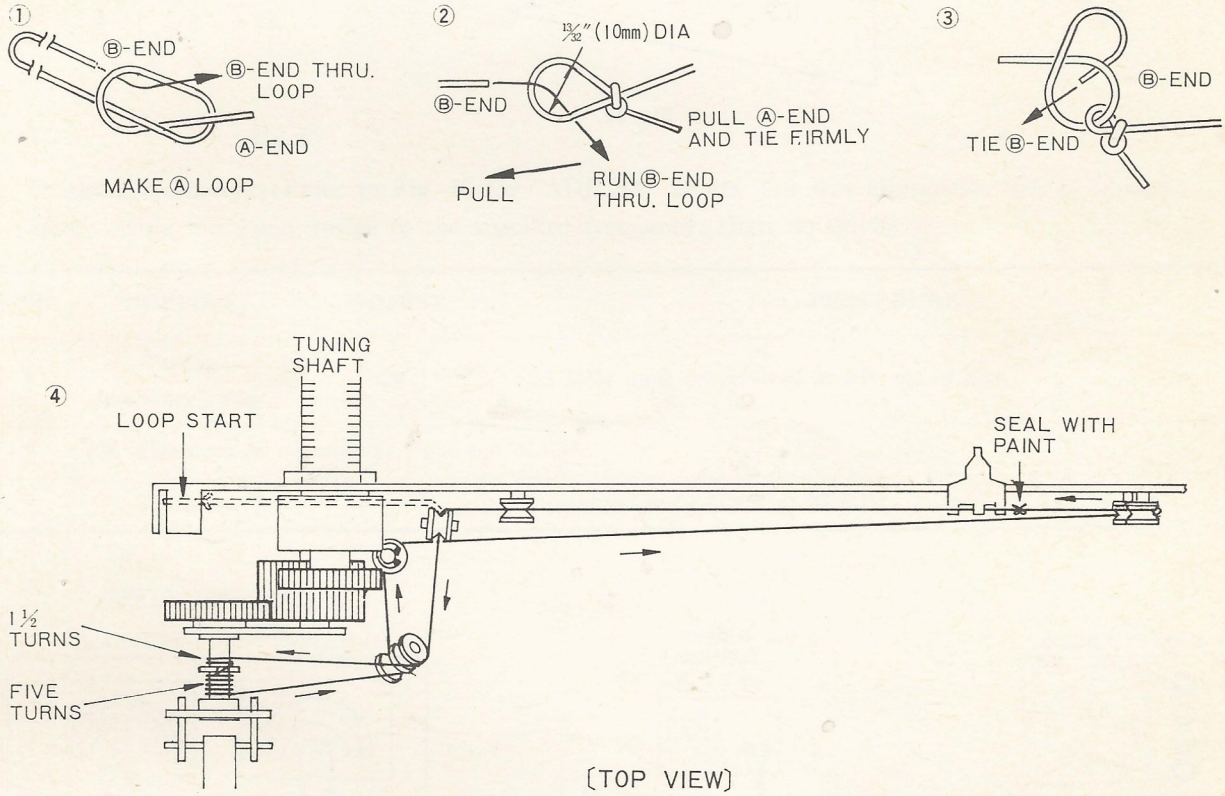

Fig. 13
3. Starting with the loop in position, refer Fig. 13(4), thread in direction of arrows.
4. Wind cord around tuning shaft as shown in Fig. 13(4), hold cord with tweezers.
5. Thread free cord (B) end through loop made in Step 2, tighten by pulling (B) end back towards tuning knob, and knot as shown in Fig. 13(3).